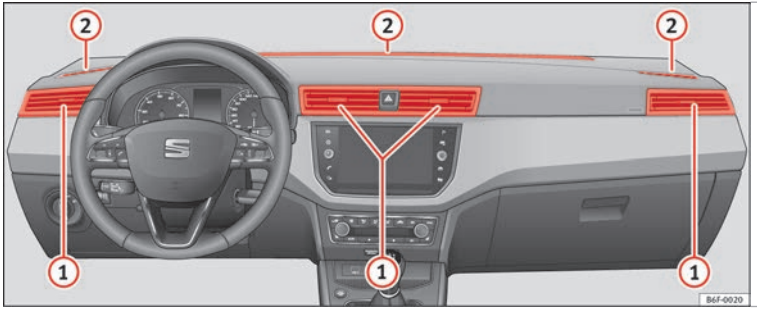

Fig. 171 Air vents.
To ensure proper heating, cooling and ventilation in the vehicle interior, air vents ››› **Fig. 171** (1) should remain open.